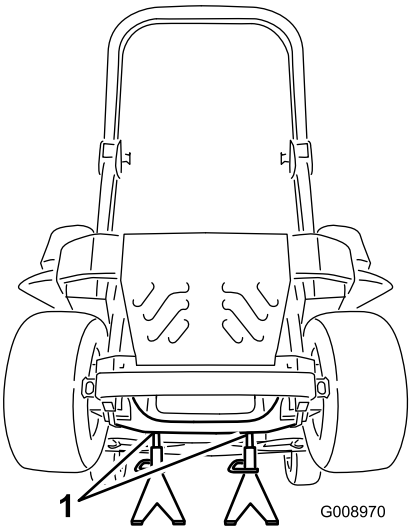

Figur 87
3. Løft maskinen, og understøt den med donkrafte (Figur 87).
9. Fjern donkraftene, og sænk maskinen (Figur 87).